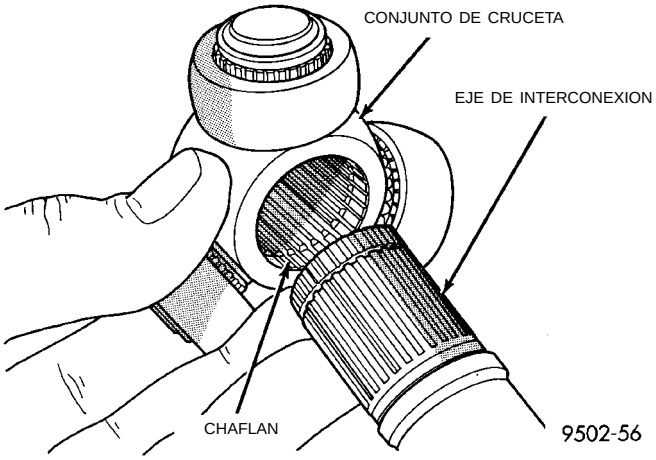
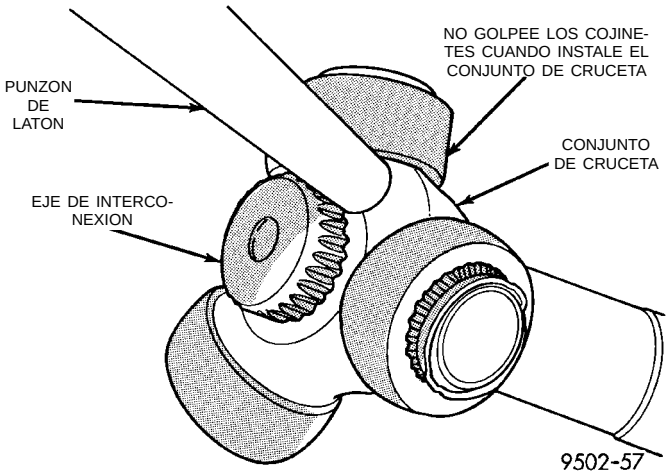

Fig. 31 Instalación del conjunto de cruceta en el eje de interconexión
Fig. 32 Instalación del conjunto de cruceta en el eje de interconexión
(2) Instale el conjunto de cruceta en el eje de interconexión con el chaflán del conjunto de cruceta hacia el eje de interconexión (Fig. 31). El conjunto de cruceta se debe instalar en el eje de interconexión con suficiente profundidad como para montar por completo el anillo de muelle de retención de la cruceta. Si el conjunto de cruceta no se instala manualmente por completo en el eje de interconexión, se pueden dar pequeños golpes al cuerpo de la cruceta con un punzón de latón (Fig. 32). **No golpee los cojinetes externos de la articulación de tipo Tripod en el intento de instalar el conjunto de cruceta en el eje de interconexión.**